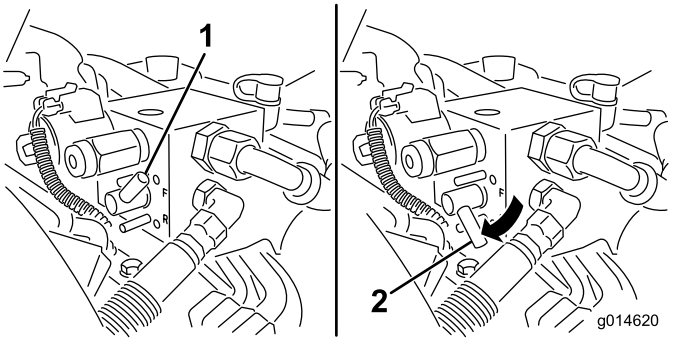

Figur 53
5. Drei slipespaken til stillingen "R" (Figur 53).